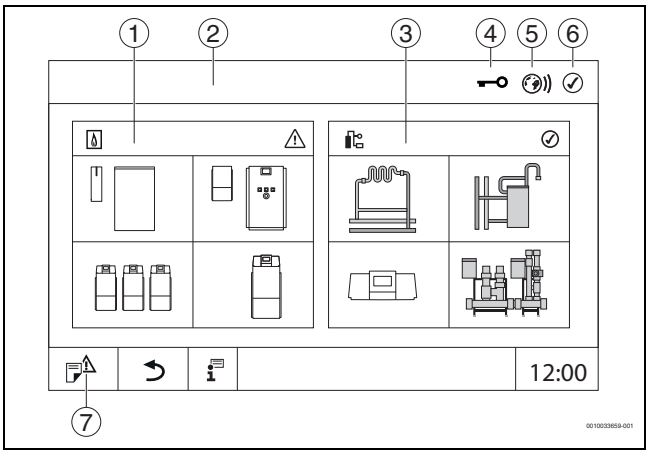

Bild 11 Systemübersicht (Beispiel)
▶ **Anlage** antippen (→ Bild 11, [3], Seite 13).